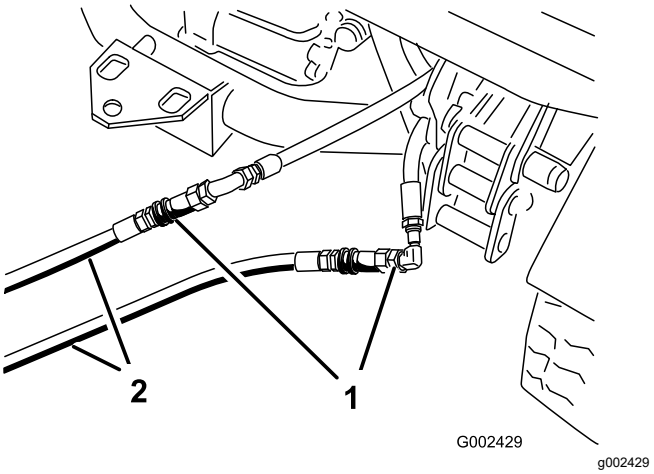

Figur 75
3. Koppla ihop de båda startslangarna med slangarna som kopplades bort på den maskin som är ur funktion (Figur 75).